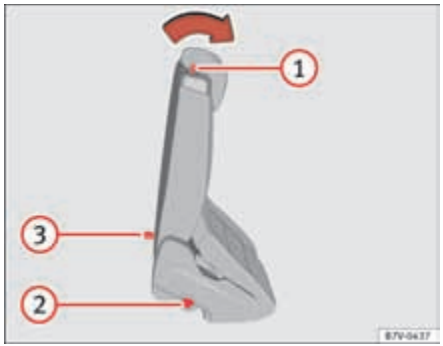

Fig. 87 Second row of seats: convenient entry function controls.
- Push the lever ⇒ fig. 87 (1) forwards and fold the backrest of the rear seat. The seat can still be moved forwards when rear seat is folded completely forwards ⇒ ⚠.
- Make sure that the rear seat is securely engaged so that the seat belts can provide proper protection in the rear seats. The red mark ⇒ fig. 87 (2) should no longer be visible ⇒ ⚠ in "Folding down rear seats to create load space" on page 147.
If the lever ⇒ fig. 87 (1) does not work, e.g. after an accident, the seats on the second row can be folded forwards from the third row to allow occupants of the third row of seats to get out of the vehicle ⇒ ⚠.
- Pull handle ⇒ fig. 87 (3) back and fold the backrest of the rear seat. The complete rear seat folds forward ⇒ ⚠.
- **A red mark on the side of the seat ⇒ page 140, fig. 87 (2) indicates that the backrest is not engaged. The mark is no longer visible when the backrest is correctly engaged.**